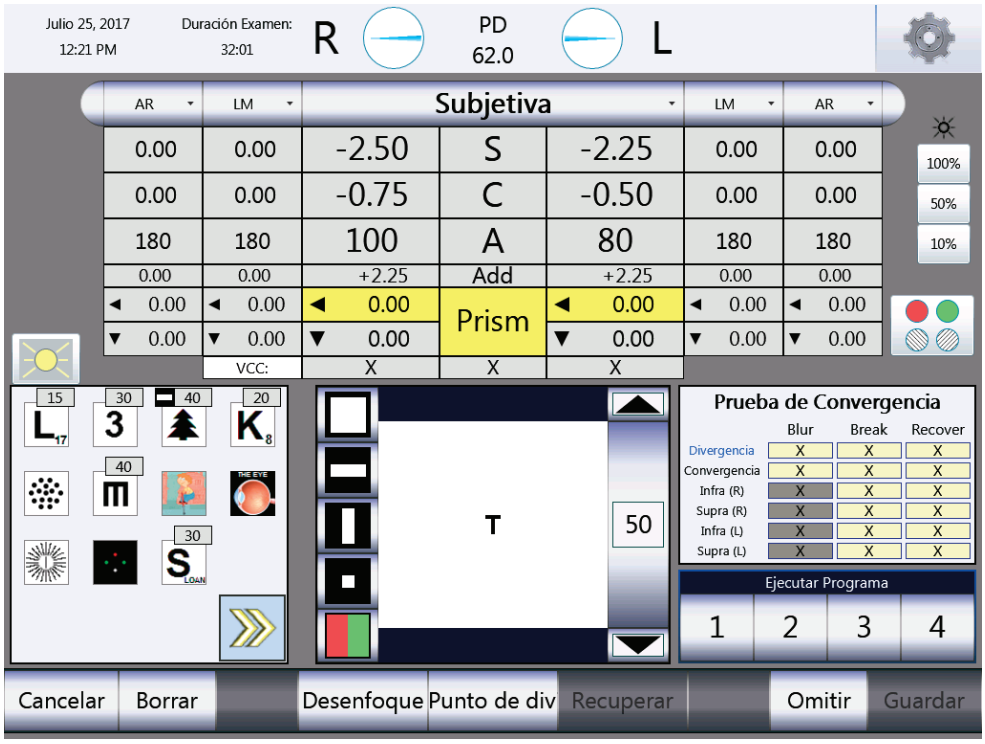

Figura IU-29, Pantalla de las pruebas de convergencia
1. Presione el botón **PRISMA**, o toque **PRISMA** en la pantalla. (Mire la Figura IU-29).